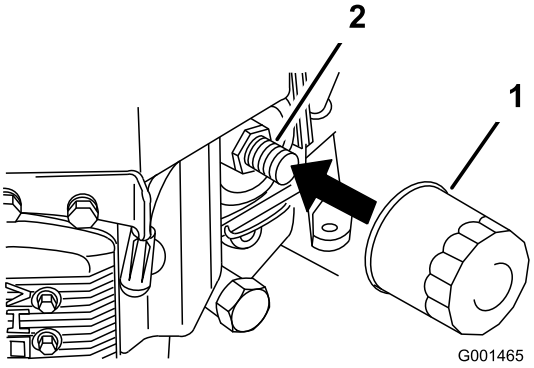

Figura 25
2. Retire el filtro de aceite usado (Figura 25).
3. Aplique una capa fina de aceite nuevo a la junta de goma del filtro nuevo (Figura 25).
4. Instale el filtro de repuesto en el adaptador de filtro; gire el filtro en el sentido de las agujas del reloj hasta que la junta de goma entre en contacto con el adaptador del filtro, luego apriete el filtro tres cuartos de vuelta más (Figura 25).